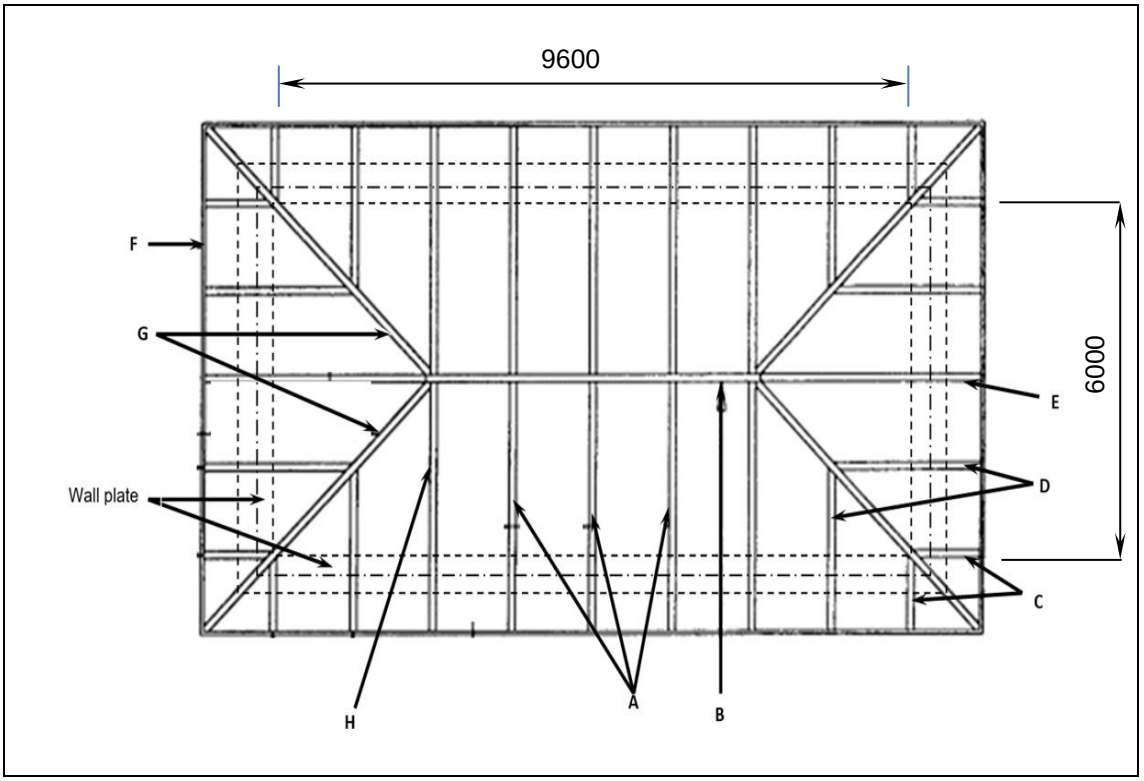

FIGUUR 1
1.2 FIGUUR 1 hier onder illustreer die konstruksiedetail van 'n skilddak met 'n spanwydte van 8,2 m. Die verskillende dele van die konstruksie is A–H gemerk. Bestudeer die konstruksiedetail in FIGUUR 1 en beantwoord die volgende vrae langs die vraagnommer (1.2.1–1.2.5) in die ANTWOORDBOEK.
1.2.1 Toon aan of die dakkonstruksie in FIGUUR 1 'n bevredigend geagte konstruksie of 'n rasionele ontwerp is, en gee TWEE redes vir jou antwoord. (3)
1.2.2 Benoem die gemerkte dele in FIGUUR 1 deur die korrekte naam van elke deel langs die letter (A–H) in jou ANTWOORDBOEK neer te skryf. (8)
1.2.4 Die konstruksiedetail vereis 'n sekere aantal lêers of vakwerklêers. Skryf die letters van die toepaslike vakwerklêers wat in FIGUUR 1 geïllustreer word, in jou ANTWOORDBOEK neer, en dui langs elke letter die aantal lêers wat nodig sal wees. (4)